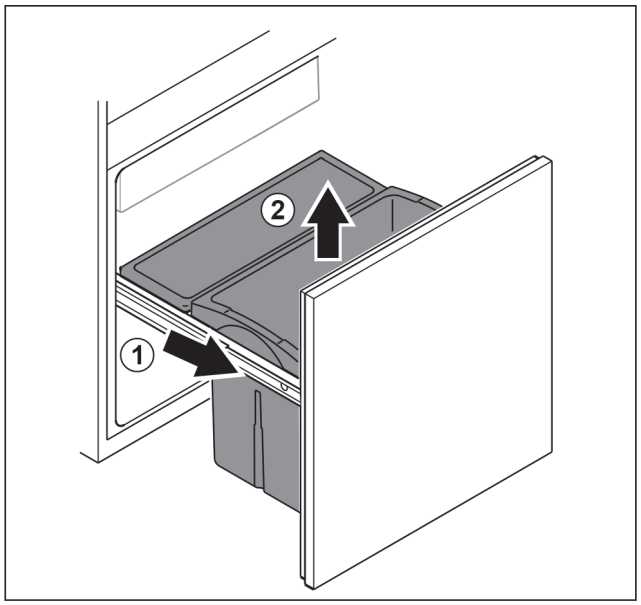

Fig. 153
▶ Scoateți căruciorul de extragere până la opritor. *Fig. 153 (1)*
▶ Scoateți sertarul în sus. *Fig. 153 (2)*